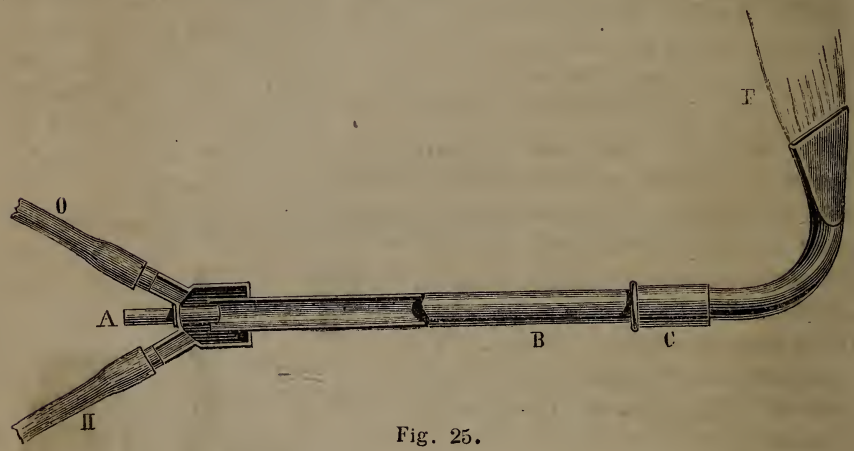

Fig. 25.
83. **Chalumeau aérhydrique.** — Le chalumeau à gaz de M. Schlœsing, modifié par M. Wiesnegg, constructeur d'appareils (fig. 25), consiste en un tube BC, terminé d'un côté par une